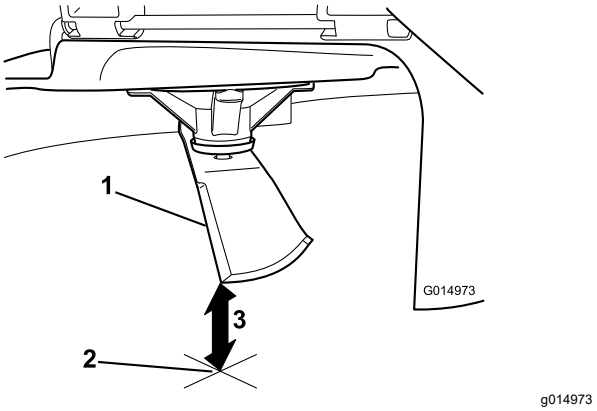

**Figur 75**
3. Mål fra knivtuppen til den flate overflaten (Figur 75).